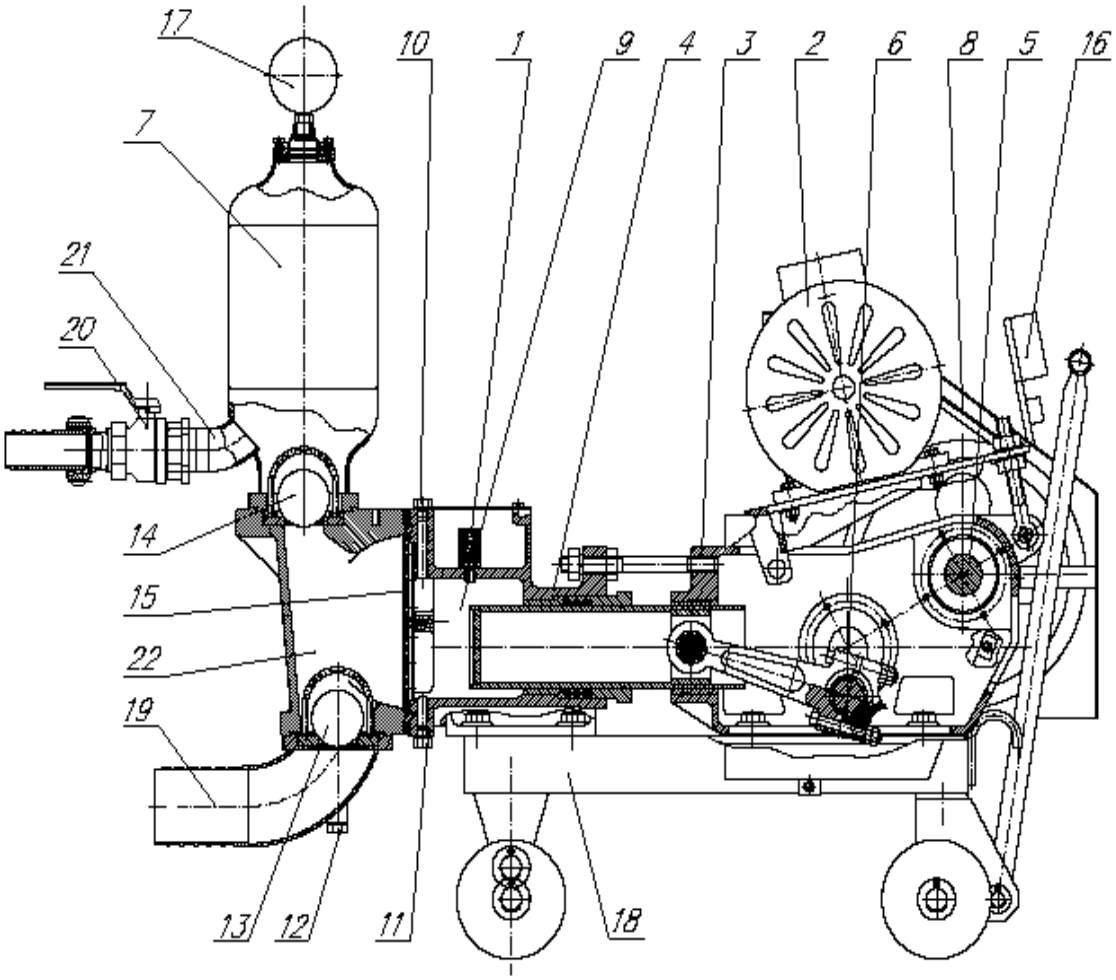

Рисунок 1
3.1 Растворонасос СО-50АТМ (рисунок 1) представляет собой объемный гидравлический насос диафрагменного типа, самовсасывающего действия, со свободнодействующими шаровыми клапанами, плунжерным вытеснителем и промежуточной рабочей жидкостью (водой) и состоит из приводного силопроизводящего механизма, гидравлической части, тележки и электрооборудования.